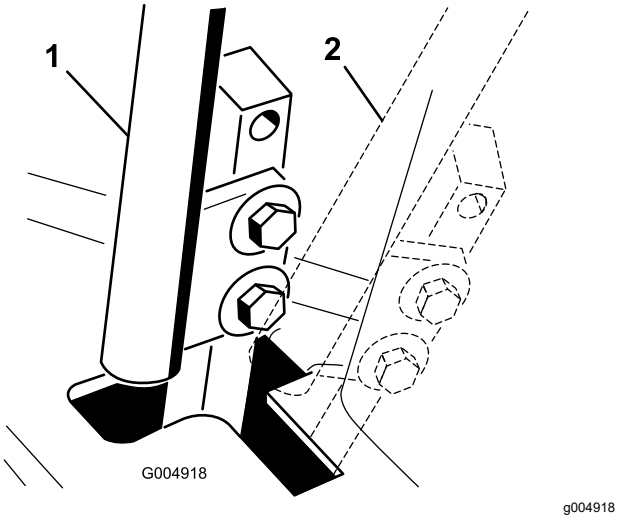

**Figuur 89**
4. Zet de rijhendel in de NEUTRAALSTAND **zonder deze te vergrendelen** (Figuur 89).
6. Controleer of de hendel de juiste positie heeft ten opzichte van de inkeping in het bedieningspaneel (Figuur 89).